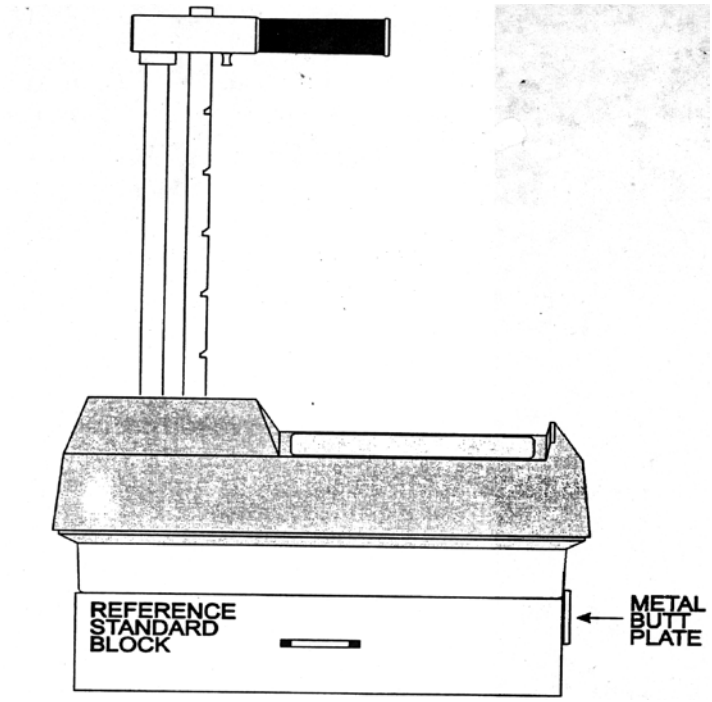

Figure 2 – 3450 Standard Count
9. If using a 3450 Nuclear Gauge place the gauge on the Block and ensure the keypad side of the gauge is against the Metal Butt Plate located on the end of the Block (Refer to Figure 2).